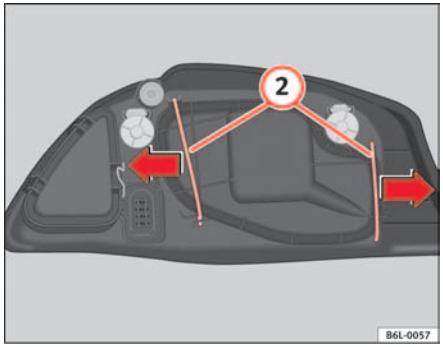

Fig. 142 Dipped headlight lamp
– Remove the loops (2) ⇒ fig. 142 outwards in the direction of the arrow and remove the cover.
– Fit the plastic cover and replace the loops (2) ⇒ fig. 142.